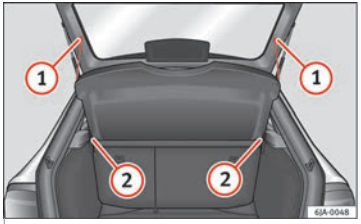

Fig. 166 Remove the shelf.
– Remove the straps from the shelf (1) ››› Fig. 166.
– Remove the shelf from its housing (2) by knocking it gently from underneath between the supports.